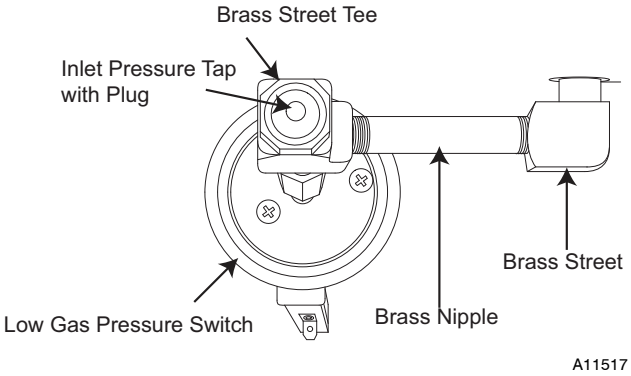

Fig. 11 - LGPS for Casing Wider Than 14-3/16 and Vent Does Not Pass Between Inducer and Burner Assembly
If the vent pipe does not pass between the inducer and burner assembly, or the furnace is wider than a 14 3/16-in. wide casing, the switch may have been installed as follows. (See Fig 11.)
1. Remove low gas pressure switch, brass street 90° elbow, brass Hex nipple, brass Tee and brass nipple from the gas valve inlet pressure tap. (See Fig 11.)